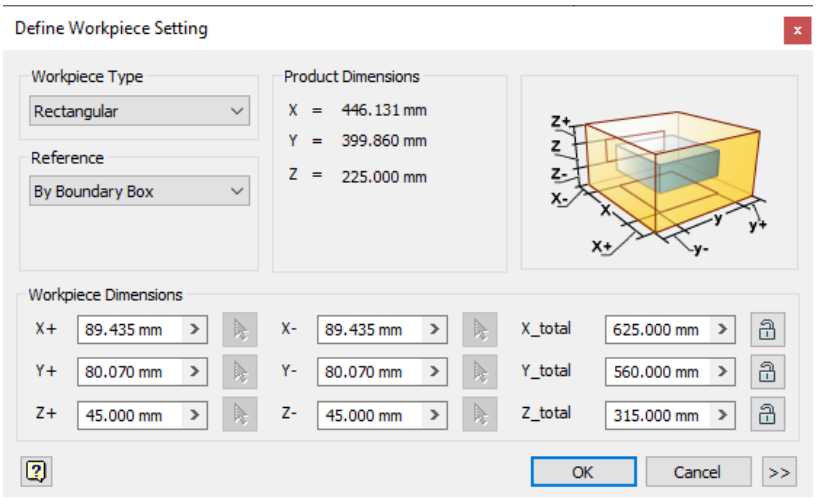

Figure 19-50 *The* ***Define Workpiece Setting*** *dialog box*
1. Choose the **Define Workpiece Setting** tool from the **Parting Design** panel in the **Core/Cavity** tab of the **Ribbon**; the **Define Workpiece Setting** dialog box is displayed, as shown in Figure 19-50.